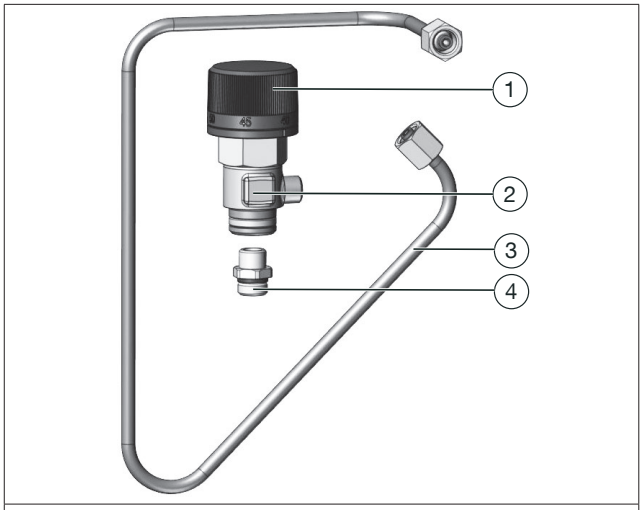
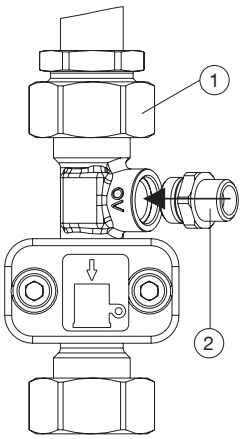

Abb. 1: Aufbau
Abb. 3: Einbau Adapter Regudis W-HTU/TU und Regudis W-HTF
(1)	Blindstopfen SW 22
(2)	Entleerungsventil
(3)	Gehäuse
(4)	Verschlussstopfen SW 12
5. Schrauben Sie den Adapter (siehe Abb. 1) in das Gehäuse (siehe Abb. 3).
(2)	Verschlussstopfen SW 12
(3)	Entleerungsventil
5. Schrauben Sie den Adapter (siehe Abb. 1) in den